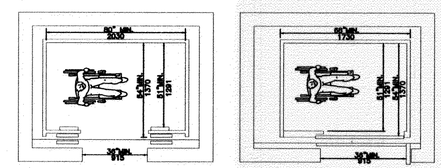

FIG. 22
4.10.9 FLOOR PLAN OF ELEVATOR CARS. THE FLOOR AREA OF ELEVATOR CARS SHALL PROVIDE SPACE FOR WHEELCHAIR USERS TO ENTER THE CAR, MANEUVER WITHIN REACH OF CONTROLS, AND EXIT FROM THE CAR. ACCEPTABLE DOORWAY AND INSIDE DIMENSIONS SHALL BE AS SHOWN IN FIG. 22. THE CLEARANCE BETWEEN THE CAR PLATFORM SILL AND THE EDGE OF ANY HOISTWAY LANDING SHALL BE NO GREATER THAN 1-1/4" (32mm).